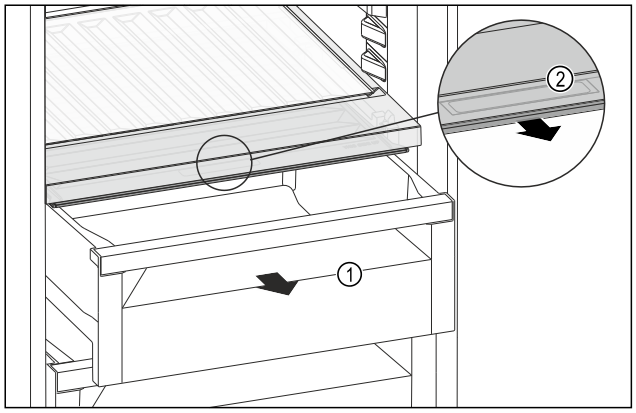

Fig. 156
▶ Извлеките выдвижной ящик *Fig. 156 (1)*.
▶ Возьмитесь за утопленную ручку *Fig. 156 (2)* на крышке отделения и одновременно потяните крышку отделения вперед.